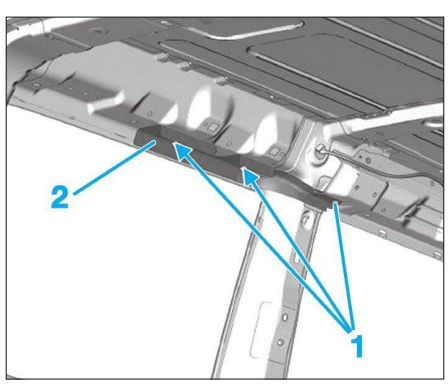

**Fig. 95**
• Percer la tête des rivets (1) avec un foret adapté **(Fig.95)**.
• Déposer le déflecteur (2).